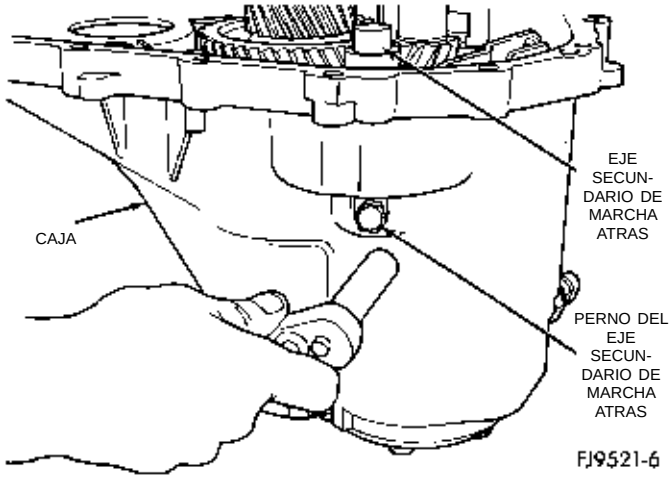
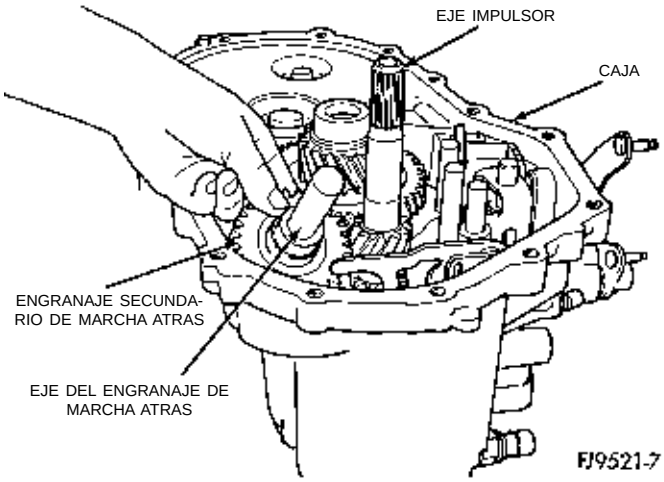

Fig. 35 Desmontaje del perno del eje secundario de marcha atrás
Fig. 36 Desmontaje del engranaje secundario de marcha atrás
(7) Retire el perno del eje secundario de marcha atrás (Fig. 35). Retire el engranaje secundario de marcha atrás (Fig. 36).